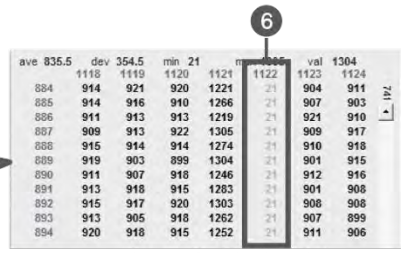

Figure 2. Pixel Point
6	After completing step 5, check if bad pixel has been changed to green as Figure 2 - ❻.